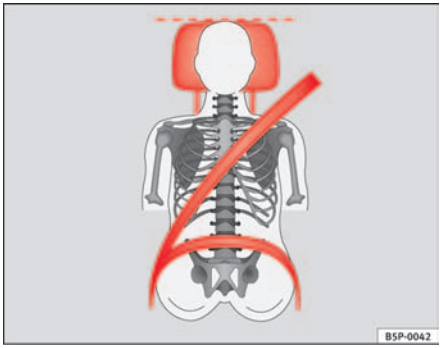

Fig. 13 Correct belt web and head restraint positions, viewed from front
- **The shoulder part of the seat belt must lie on the centre of the shoulder, never across the neck. The seat belt must lie flat and snugly on the torso ⇒ page 25, fig. 13.**